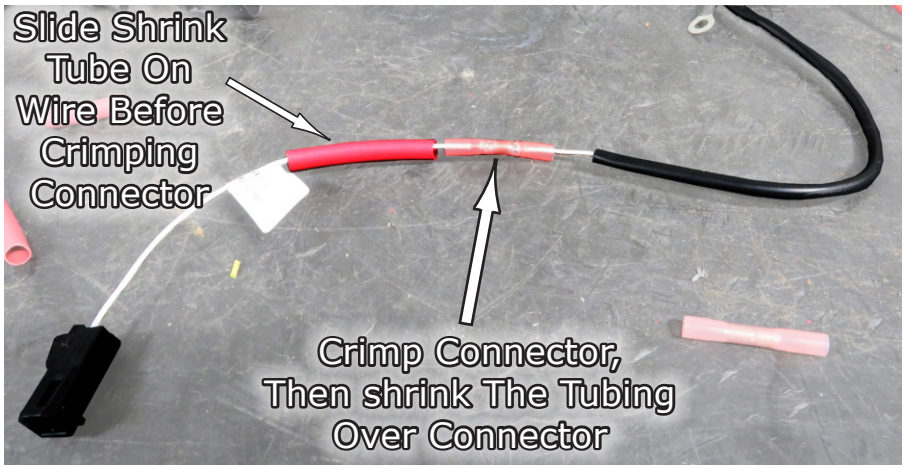

**Fig.2**
**2**. Then using the Butt Connector and heat shrink Tube supplied in your kit,connect the two white wires together making sure you slide on the heat shrink tube onto one of the wires before crimping the butt connector. Then crimp the butt connector and shrink the tubing over the connector. See **Fig.2**.